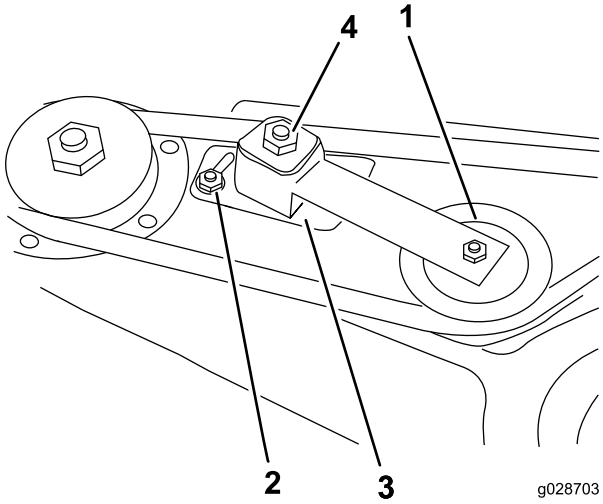

Figura 3
3. Desaperte duas porcas que fixam a placa intermédia para que a tensão da polia intermédia contra a correia seja libertada (Figura 3).